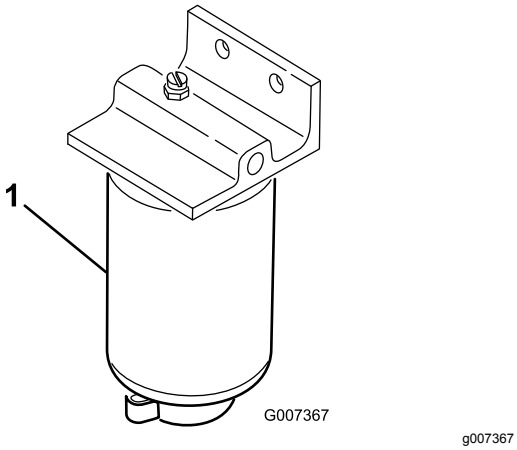

Figur 64
1. Plasser en ren beholder under drivstoffilteret (Figur 64).